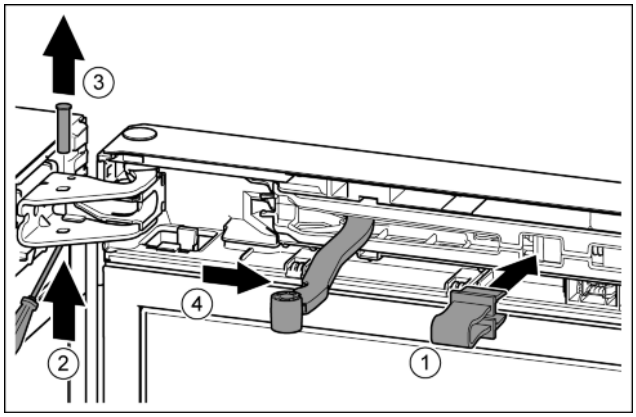

Fig. 13
▶ Introduire l'arrêtoir dans l'ouverture. *Fig. 13 (1)*
▶ Desserrer le boulon avec un tournevis. *Fig. 13 (2)*
▶ Sortir le boulon par le haut. *Fig. 13 (3)*
▶ Tourner l'articulation en direction de la porte. *Fig. 13 (4)*